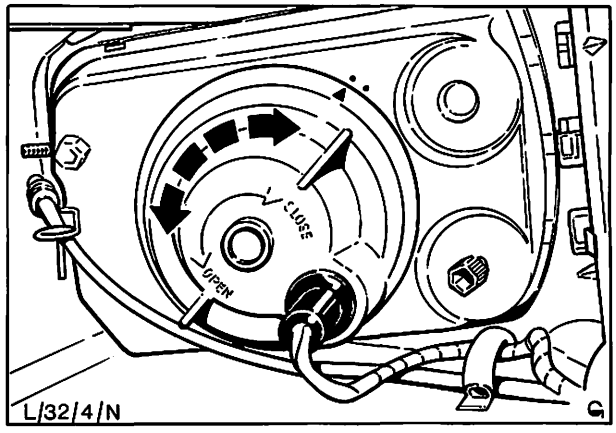
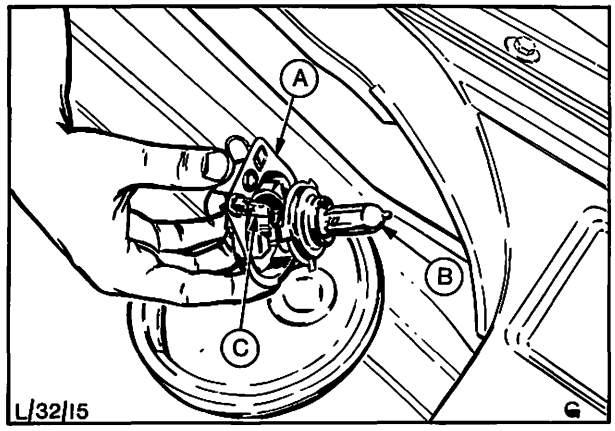

Abb. 4 Scheinwerfer und Lampenabdeckung
Abb. 5 Glühlampe – Scheinwerfer komplett
3. Glühlampenabdeckung – Scheinwerfer, Abb. 4, nach links drehen, um die Glühlampe zugänglich zu machen. Mehrfachstecker von den Glühlampenanschlüssen abziehen, Glühlampenhalterung nach links drehen und Halterung mit Glühlampe ausbauen, Abb. 5.
3. Glühlampenabdeckung – Scheinwerfer nach links drehen, um die Glühlampe zugänglich zu machen. Glühlampenhalterung nach links drehen und Halterung mit Glühbirne komplett ausbauen, Abb. 4.